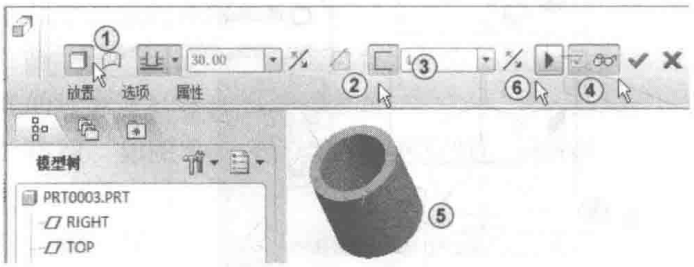

图 1-13 拉伸成薄板
(3) 生成拉伸薄板
进入特征的“编辑定义”状态。单击“实体特征”按钮，再单击“薄壁特征类型”按钮，输入薄板的厚度“4”，如图 1-13 中①~③所示。单击“拉伸”操控面板右侧的“预览”按钮，预览所创建的特征，如图 1-13 中④⑤所示。单击“退出暂停模式，继续使用此工具”按钮，如图 1-13 中⑥所示。